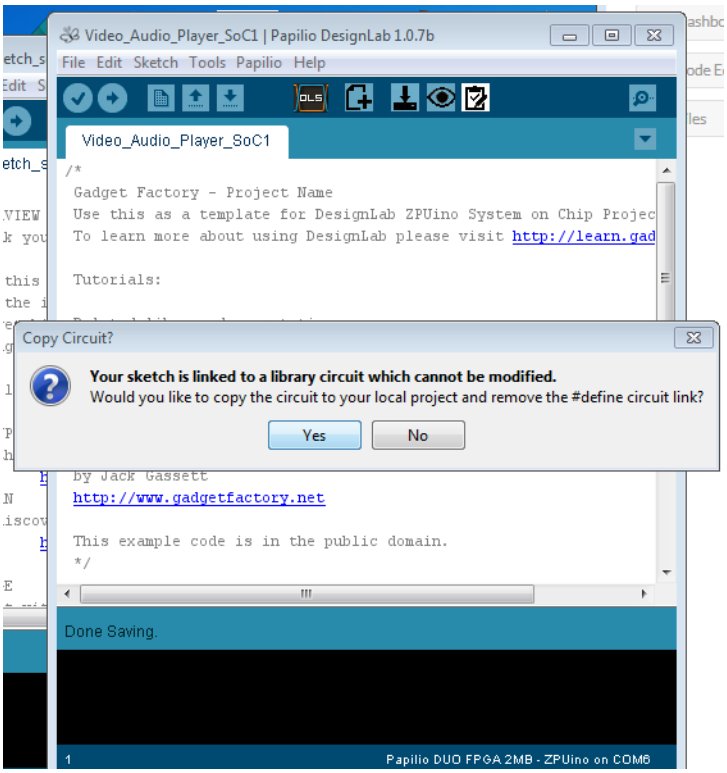

Figure 6-15 *DesignLab Edit Circuit*
4. To open the Xilinx ISE, in the top toolbar, click Edit Circuit, then click Yes to copy the circuit to your local project (Figure 6-15).